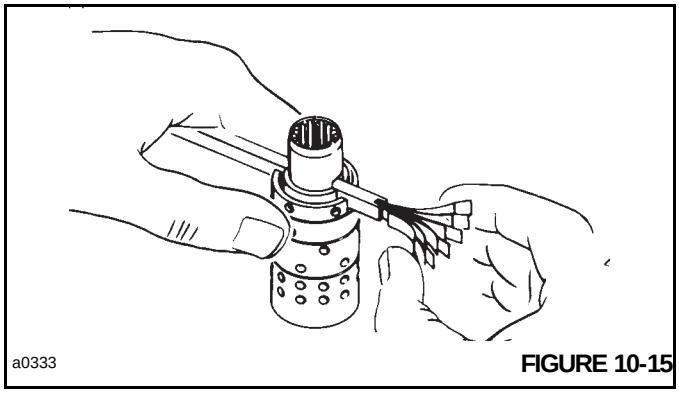

FIGURE 10-15
7. Bring spring slots of both parts in line and stand parts on end on the work bench (Figure 10-15). Insert special spring installation tool through the spring slots of both parts. Position centering springs (in 2 sets of 3 each) on bench so that the extended edge is down and arched center section is together. In this position, insert one end of the entire spring set (all six) into the spring installation tool, as shown in Figure 10-15, with spring notches facing the sleeve.